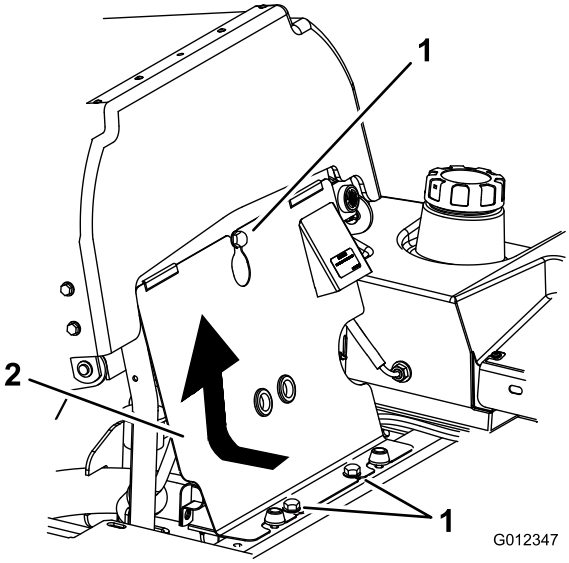

Figur 37
1. Vipp setet fremover, løsne boltene som er festet til det fremre motorpanelet, og fjern det (Figur 37).